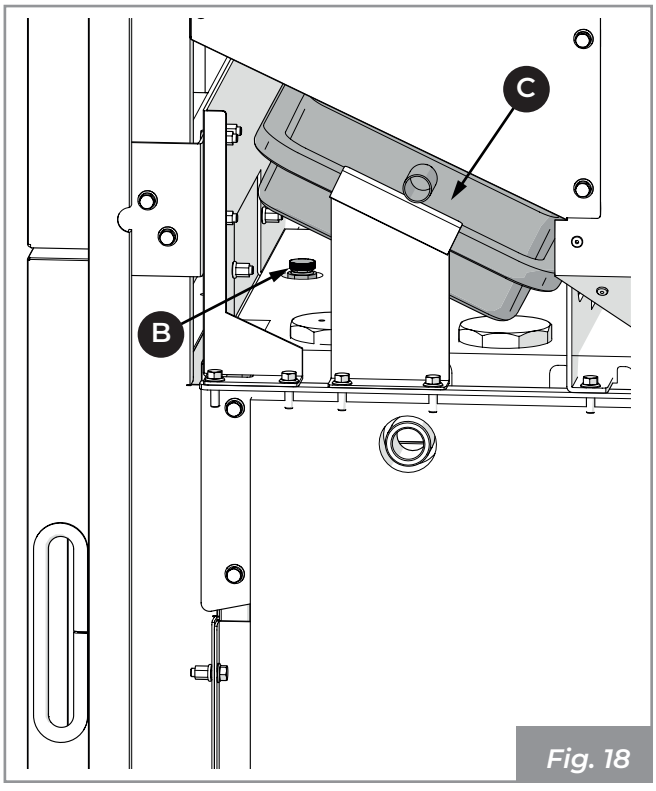

Fig. 18
1) Collegare un tubo dell'acqua proveniente dall'acquedotto al raccordo di carico (**K**), aprire la valvola di sfiato (**B**) (**Fig. 18**), aprire il rubinetto di carico (**O**), facendo così fluire l'acqua fino al completo riempimento dell'apparecchio. Chiudere la valvola di sfiato e attendere il raggiungimento della pressione minima d'esercizio (**1 bar**), verificabile dal manometro presente a bordo caldaia.
Aprire quindi la valvola di sfiato (**B**) (**Fig. 18**), aprire il rubinetto di bypass presente nella valvola anticondensa (**N**), facendo così fluire l'acqua dall'impianto fino al completo riempimento della caldaia. Chiudere la valvola di sfiato e attendere il raggiungimento della pressione minima d'esercizio (**1 bar**), verificabile dal manometro presente a bordo caldaia.